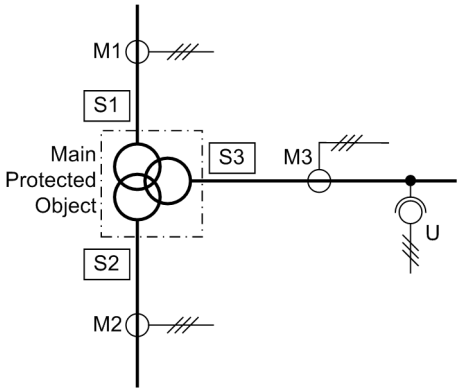

Figure 2-4 Example of a topology on a three-winding transformer
Of course, the number of sides can be equal to the number of measuring locations (but never greater). The example in Figure 2-4 shows a three-winding power transformer with one set of current transformers at each side. In this example: **No AssigMeasLoc** = ***3*** and **NUMBER OF SIDES** = ***3***.
- ***M1,M2,M3***, i.e. the **3** measuring locations are assigned: M1 to side S1, M2 to side S2, M3 to side S3. This corresponds to the examples in figures 2-4 and 2-6, 2-7.